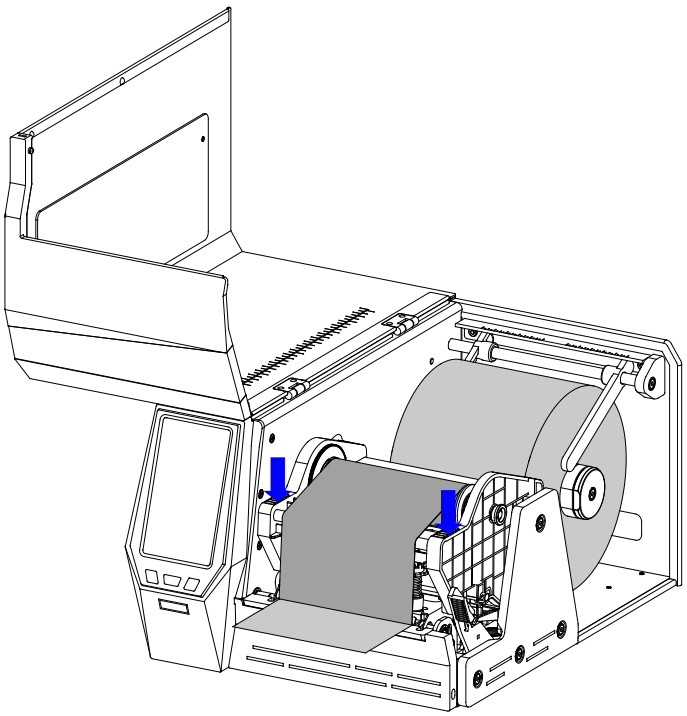

Figure 2-21 Press Down to Lock the Printhead Module
8. Press the Printhead Module downwards until you hear a "click", as shown in Figure 2-21.